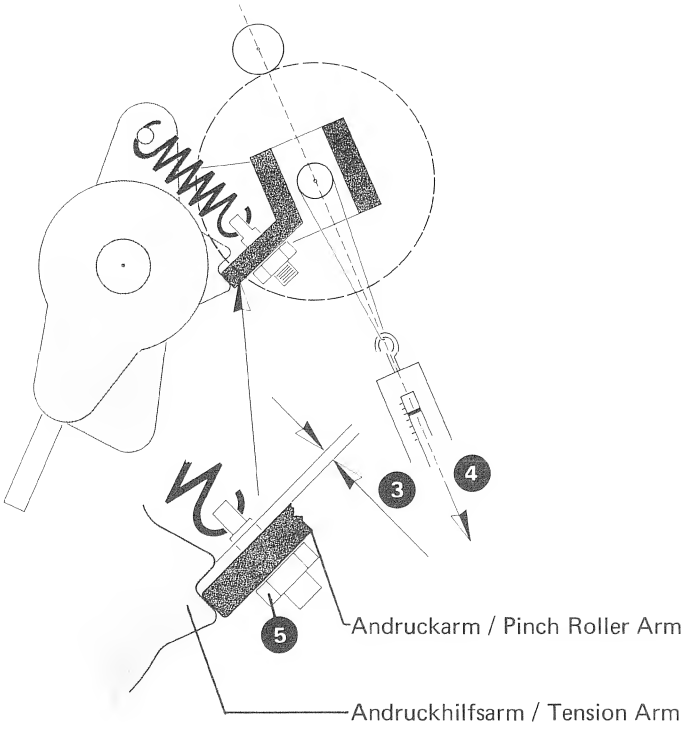

Fig. 2.4.–6
6. Taste PLAY drücken. Befestigungsschrauben des EDIT-Magneten (1) lösen. Den EDIT-Magneten soweit nach rechts schieben, dass ein noch spürbares Spiel von ca. 0,3 bis 0,5 mm zwischen Ankerzugstange und Mitnehmerbolzen (6) verbleibt. Befestigungsschrauben wieder festziehen (Fig. 2.4.–4).